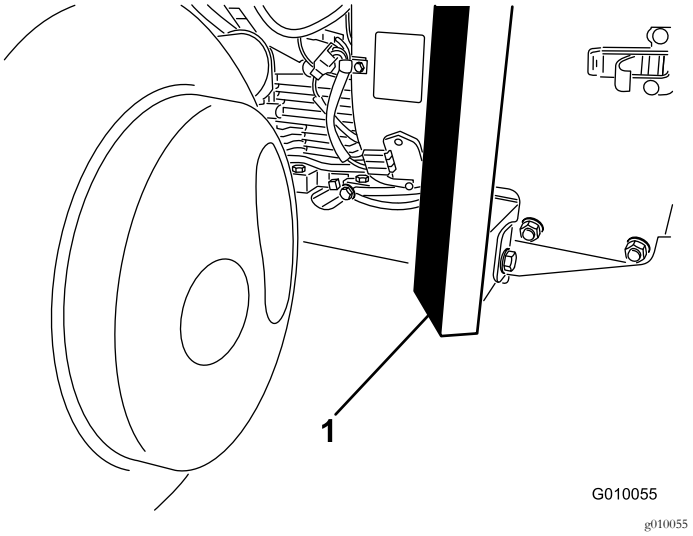

**Figur 40**
3. Plasser jekken trygt under den fremre delen av rammen (Figur 40).